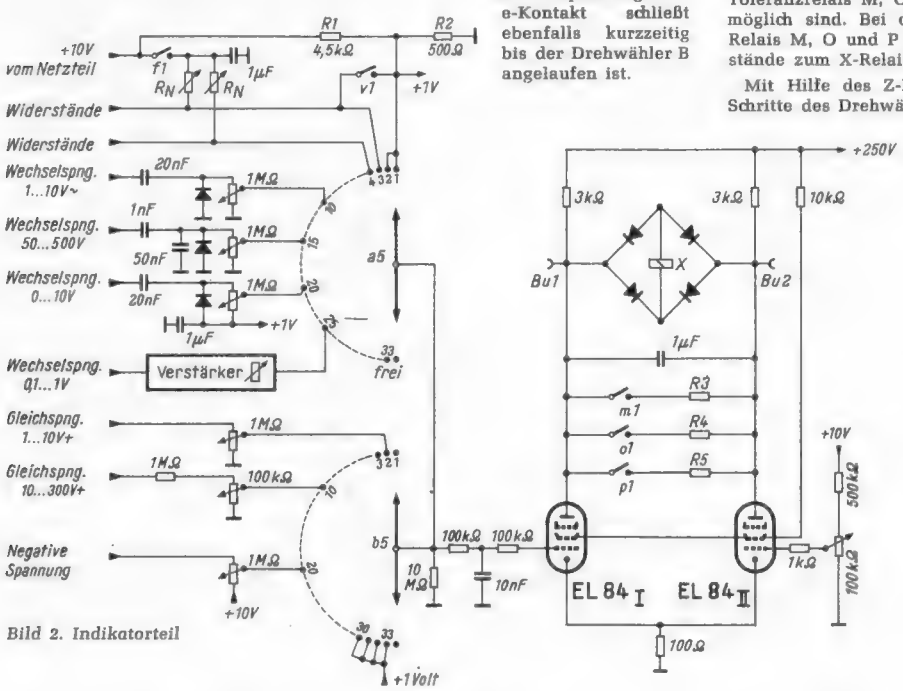
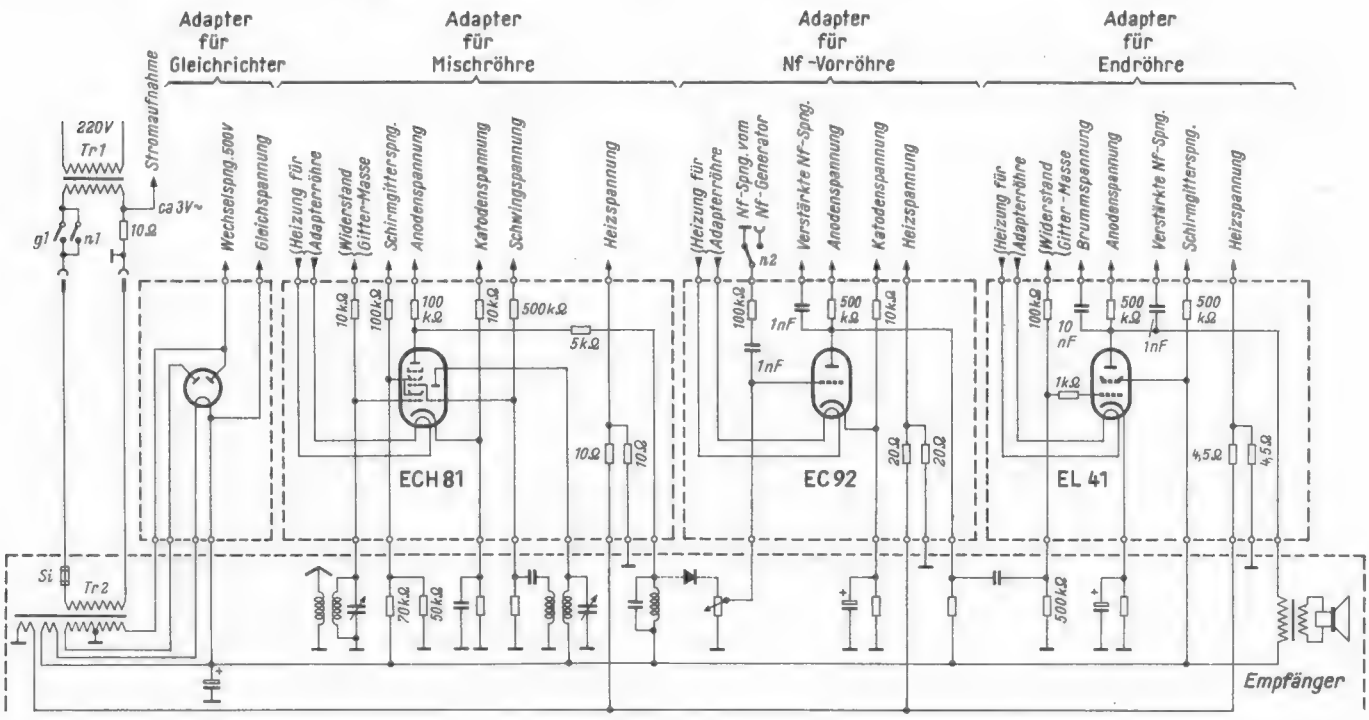

Bild 2. Indikatorteil
Bild 3. Schaltung der Röhrenadapter
Der Kontakt x_1 gehört zu dem X-Relais im Indikationsteil *(Bild 2)*. Sobald dieses einen Fehler, d. h. eine falsche Spannung, feststellt, öffnet sich dieser Kontakt x_1. Damit wird das Taktrelais T stromlos und die Automatik bleibt stehen. Entweder wird jetzt der Fehler beseitigt und die Automatik läuft von selbst wieder an, oder die Taste S_2 im Bild 1 (Steuerteil A) wird gedrückt. Das Wiedereinschaltrelais E zieht solange an, wie der Ladevorgang des vorgeschalteten Kondensators dauert. Der e_1-Kontakt parallel zu dem x_1-Kontakt schließt sich kurzzeitig, und die Automatik kann wieder anlaufen. Da auf Schritt 33 der a_3-Kontaktbahn keine Messung erfolgt, bekommt das E-Relais hier nochmals kurzzeitig über den zweiten vorgeschalteten Kondensator Spannung. Der e-Kontakt schließt ebenfalls kurzzeitig bis der Drehwähler B angelaufen ist.
Die Kontaktbahnen a_2 und b_2 schalten bei jedem Schritt ein Glühlämpchen ein, so daß jederzeit zu erkennen ist, auf welchem Schritt sich die Automatik befindet. Die Stellungen 1 und 33 werden nicht zur Messung benutzt. Die Kontaktbahn a_3 steuert das V- und das F-Relais für die Widerstandsmessung. Diese findet am Anfang der Messung in spannungslosem Zustand des Chassis statt. Der Kontakt f_1 in Bild 2 legt die Widerstandsmeßspannung + 10 Volt an. Wird z. B. der Gitterableitwiderstand einer Verstärkerröhre gemessen, so würde diese Meßspannung nachher im Betrieb stören und muß daher wieder verschwinden. Das V-Relais mit seinem Kontakt v_1 dient der Aufladung vorhandener großer Kapazitäten auf + 1 Volt. Das ist beispielsweise für die Messung des Widerstandes der Leitung gegen Masse notwendig. Sind die Widerstandsmessungen beendet, schaltet das F-Relais ab und das G-Relais tritt in Tätigkeit. Dieses legt die Netzspannung an das Prüfchassis *(Bild 3)*. Die Röhren in den Adaptern werden aus dem Automaten geheizt, so daß alle Spannungen sofort in der normalen Höhe anliegen. Notfalls läßt man einige Schritte ohne Messung leerlaufen. Hier wird auch die Stromaufnahme geprüft, und zum Schluß soll noch die Nf-Verstärkung der Nf- und Endstufe gemessen werden. Das N-Relais (Bild 1) schaltet über den n_1-Kontakt (Bild 3) die Netzspannung wieder zu, das G-Relais ist ja wieder in Ruhestellung, und über den n_2-Kontakt (ein Umschaltkontakt, Bild 3) liegt die Nf-Spannung eines Tongenerators am Gitter der Nf-Vorverstärkerröhre.
Da die einzelnen Meßpunkte mit verschiedenen Toleranzen gemessen werden müssen, werden mit den Kontaktbahnen a_4 und b_4 (Bild 1) drei Toleranzrelais M, O und P gesteuert, so daß vier verschiedene Toleranzen möglich sind. Bei der engsten Toleranz ist kein Relais eingeschaltet. Die Relais M, O und P legen mit ihren Kontakten n_1, o_1 und p_1 Parallelwiderstände zum X-Relais (Bild 2).
Das Indikationsteil, auf dessen Schaltung Bild 2 bereits mehrfach hingewiesen wurde, ist für beide Steuerteile gleich. Nur besitzt das X-Relais für Steuerteil A einen Ruhekontakt und für Steuerteil B einen Arbeitskontakt. Das X-Relais ist ein polarisiertes Telegrafenrelais, so daß diese Änderung nur einen Wechsel der Anschlüsse verlangt.
In Bild 2 sind in willkürlicher Verteilung einige Beispiele für verschiedene Messungen gezeichnet. Auf den Schritten 1 und 2 finden keine Messungen statt. Diese Kontakte werden an + 1 Volt gelegt. Über den v_1-Kontakt lassen sich auf Schritt 2 zu messende Kapazitäten mit der Meßspannung vorladen.
Bild 3 zeigt den Anschluß der Adapter an einen nur im Prinzip dargestellten Drei-Röhren-Empfänger. Die Röhren im Adapter werden vom Automaten geheizt, so daß alle Verzögerungen, die durch jedesmaliges Aufheizen der Röhren entstehen würden, vermieden werden.
d. h. erst nach dieser Zeit wäre eine Messung möglich. Um diesen Zeitraum abzukürzen, wird der Siebblock über den Spannungsteiler R_1/R_2 (4,5 kΩ/500 Ω) und den Kontakt v_1 (Bild 2) vorgeladen. Jetzt beträgt die Ladezeit nur noch